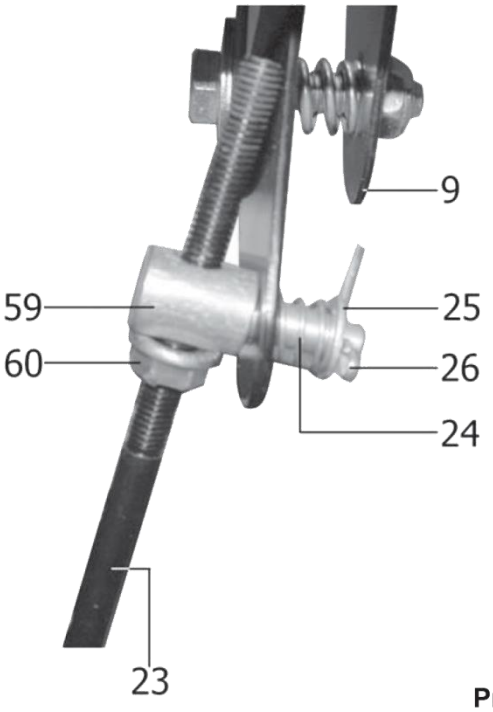

Рис. 33
9.9. Регулировка тяги рычага переключения передач (Рис. 33).